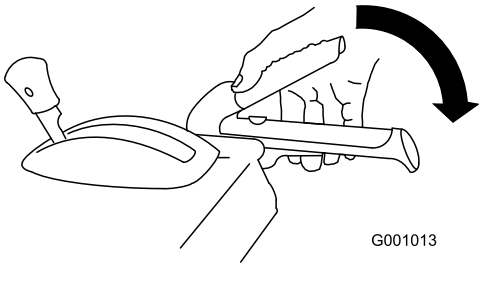

**Figur 27**
1. Du kan indkoble snegle-/rotordrevet ved at klemme snegle-/rotorgrebet til højre for håndtaget (Figur 27).